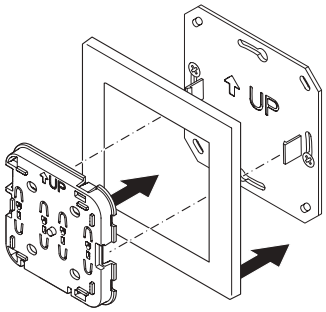

Rys. 33 - Umieść urządzenie na płytce montażowej
3. Umieść urządzenie na płytce montażowej (Rys. 33).